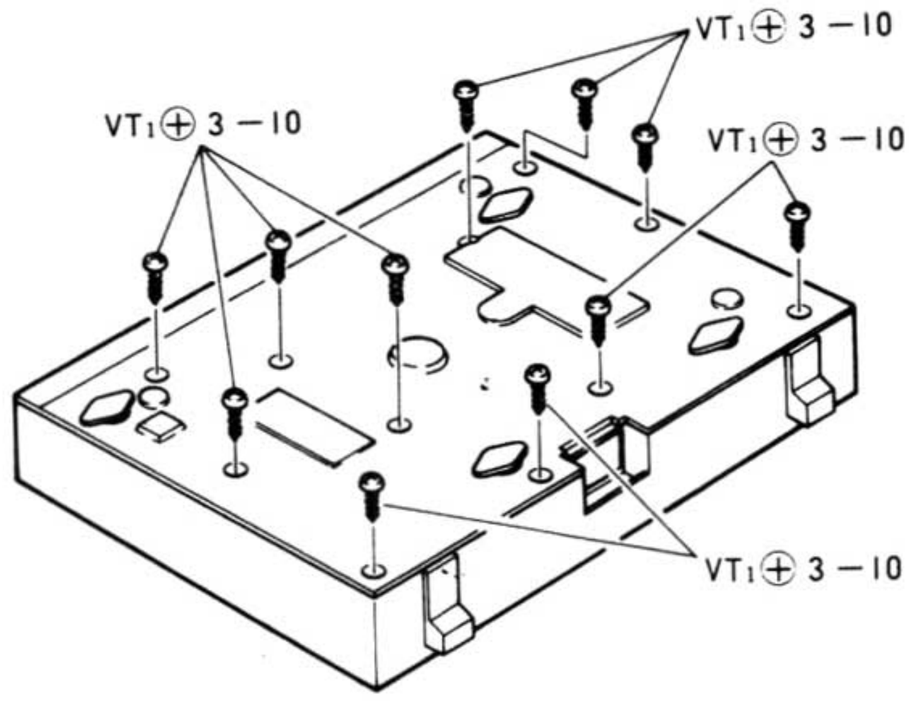

Fig. 4
4) Remove the 11 screws (See figure 4)